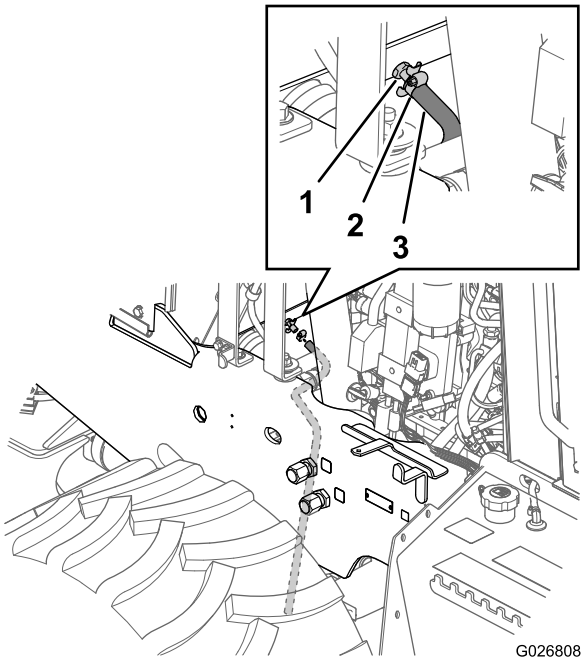
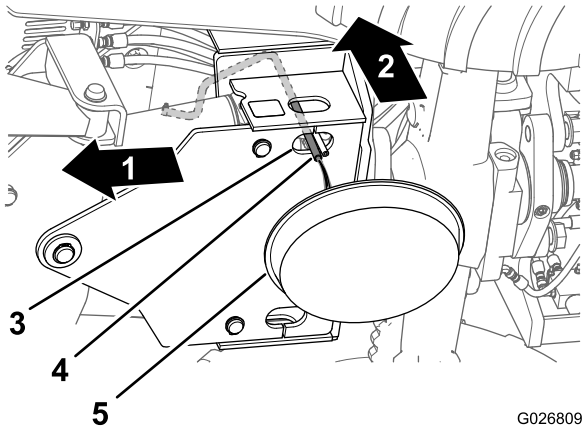
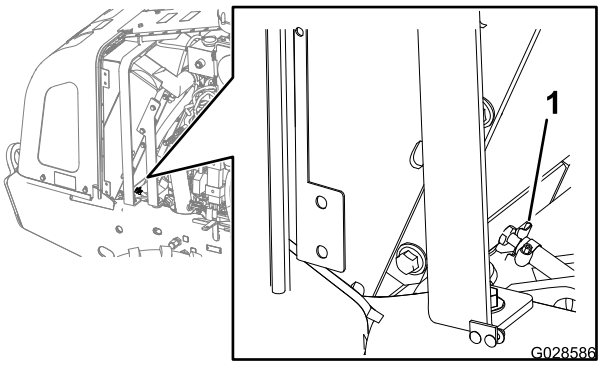

Figura 98
Figura 99
Figura 100
4. Posicione uma mangueira de 3/8 pol. x 30 polegadas sobre a saída da válvula de dreno do radiador (Figura 98).
5. Fixa a mangueira na válvula de drenagem com uma abraçadeira (Figura 98).
6. Passe a mangueira pelo furo na placa de fixação da lâmina de reaterro (Figura 99).
7. Posicione uma bandeja de drenagem com capacidade mínima de 23 L (6 galões) sob a extremidade aberta da mangueira de drenagem (Figura 99).
9. Feche a válvula de drenagem (Figura 100).
10. Remova a mangueira de drenagem e a abraçadeira (Figura 98 e Figura 99).
A. O líquido de arrefecimento deve ser drenado do radiador e a válvula de drenagem deve estar fechada (Figura 100).
D. Abra a válvula de drenagem e drene a solução de limpeza para dentro de uma bandeja de drenagem (Figura 98 e Figura 100).
E. Feche a válvula de drenagem (Figura 100).
C. Abra a válvula de drenagem (Figura 100) e drene a água para dentro de uma bandeja de drenagem.